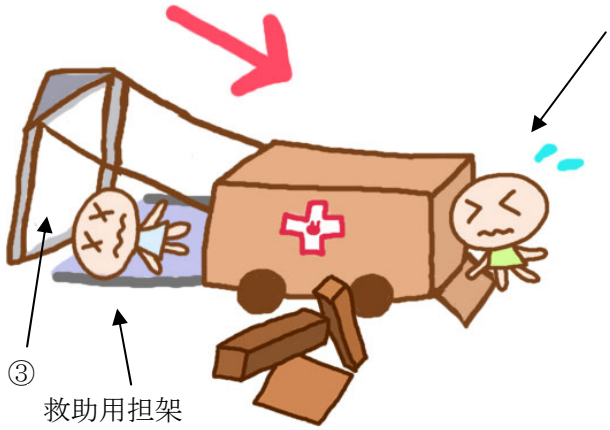

図 3.2
③ ダミヤンの下へ布製の担架をすべり込ませる。効率よくダミヤンを担架に乗せることができるようバンパーの内側の部分でダミヤンを支える。バンパーの内側にも布のようなものが取り付けられているためダミヤンに優しい。（図 3.2）
④ 被災地には自力で動くことができる被災者もいると十分推測できる。そのため、上記の機構で自力では動けないダミヤンを救助しつつ、ロボットの後部も開き自力で動くことができる被災者も同時に救助できる構造になっている。（図 3.2）
⑤ 担架を車体に収納し、自力で動ける被災者救助用の後部を閉じ救助完了。